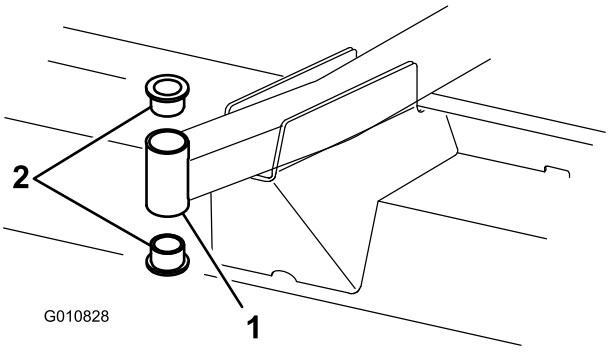

Figura 21
4. Inserite un punteruolo nella parte superiore o inferiore del tubo di fissaggio, e spingete la boccola fuori del tubo (Figura 21). Estraete dal tubo anche l'altra boccola.